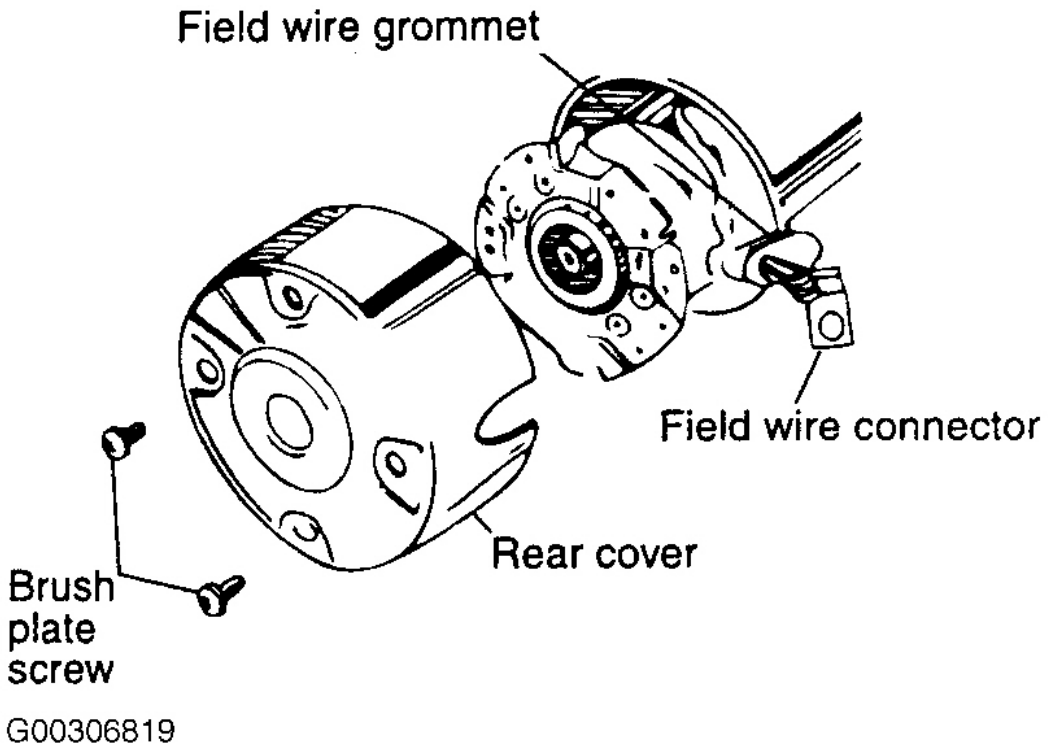

Fig. 21: Extracción de la placa de cepillo de tornillo y cubierta trasera
13. Retire las arandelas de armadura desde el extremo de la armadura. Ver **La Fig. 21** . _____
3. Volver a montar la cubierta trasera y apriete los dos tornillos de la placa del cepillo. Ver **La Fig. 21** . Ver **ESFUERZO DE TORSIÓN PRESUPUESTO** .